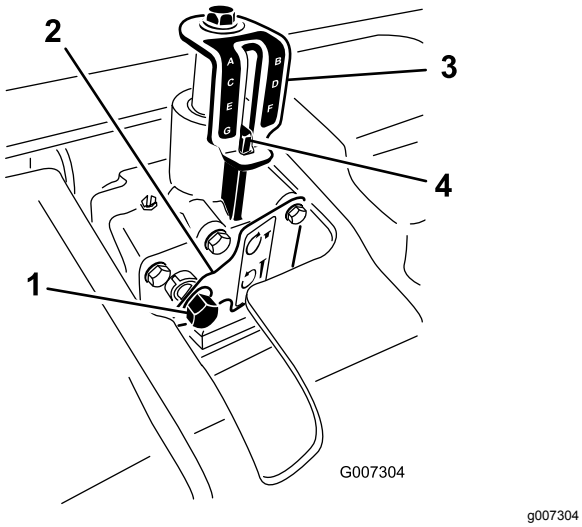

**Figur 24**
3. Sätt i en 9/16 tums hylsnyckel med spärrhake i djupjusterarens ingångsaxel (Figur 24).
5. Vrid djupjusteraren medurs så att luftardjupet minskas eller moturs så att det ökar (Figur 24).
6. Vrid djupjusterarens ingångsaxel tills önskat djup uppnås enligt dekalen för djupindikatorn (Figur 24).